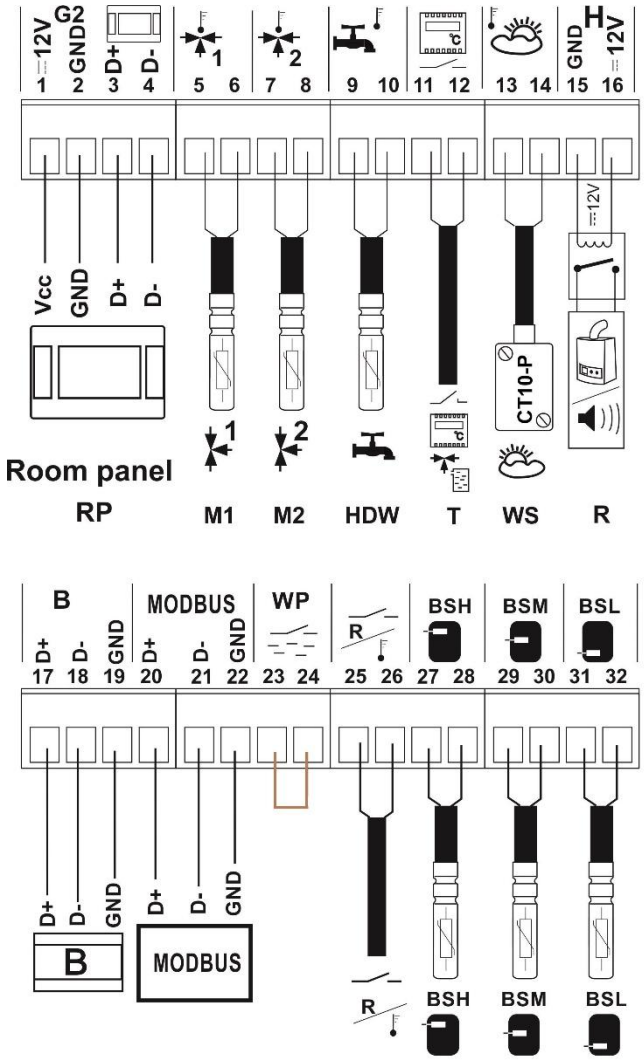

Figure 21. Wiring diagram of sensors and room panel
Connect the appropriate external sensor to the corresponding terminals on the switchboard (see Figure 21) and place the measuring element at the desired location in the heating system. The sensor cable must not be in contact with hot surfaces of the boiler or heating system and must be secured against pulling out.
The sensor is connected by a cable with a minimum cross-section of 0.5 mm^2, maximum 25 m long. The polarity of the wires is not important. Connect the free end of the cable to terminals 13-14 (see Figure 21) on the left wall of the controller cabinet.
- connect the Mixer temperature sensor on the left wall of the controller cabinet (see Figure 21)
Connect the thermostat to terminals 11-12 (Figure 21) on the left wall of the controller cabinet. After installation, the room thermostat needs to be enabled in the menu to control the mixed heating circuits: